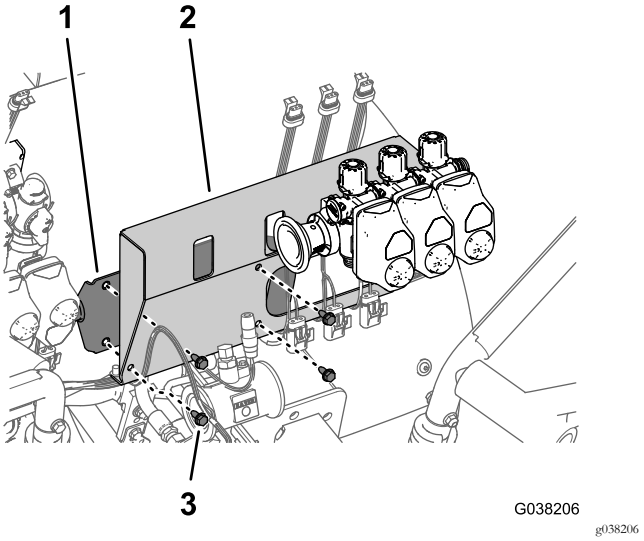

Figura 49
1. Alinhe os 4 orifícios no suporte para a válvula de secção com os 4 orifícios na montagem (Figura 49).
2. Monte o suporte para a válvula de secção na montagem (Figura 49) com os 4 parafusos de cabeça flangeada (5/16 pol. x ¾ pol.) que retirou no passo 1 de Retirar as válvulas da secção da rampa, as tubagens e a montagem da válvula de secção (página 12).